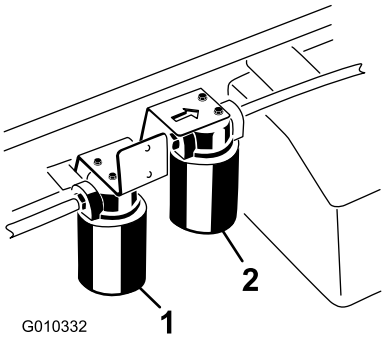

Figuur 70
2. Reinig de omgeving van de plaats waar het filter wordt gemonteerd. Plaats een opvangbak onder het filter en verwijder het filter (Figuur 70).
1. Reinig de omgeving van de plaats waar het filter wordt gemonteerd (Figuur 70). Plaats een opvangbak onder het filter en verwijder het filter.